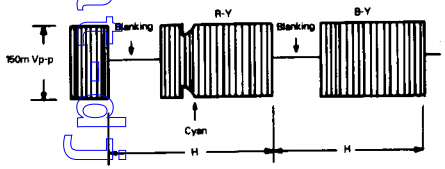

Figure 8
(1) Receive SECAM color bar signal. (60-80dBu).
(2) Adjust the above signal so that Contrast may be 80%, Brightness 65% and Color 50%.
(3) Connect the scope to pin 18 of IC501 (TP504).
(4) Adjust L503 for the flat level of amplitude in each color bar waveform on the scope. (See figure 8)